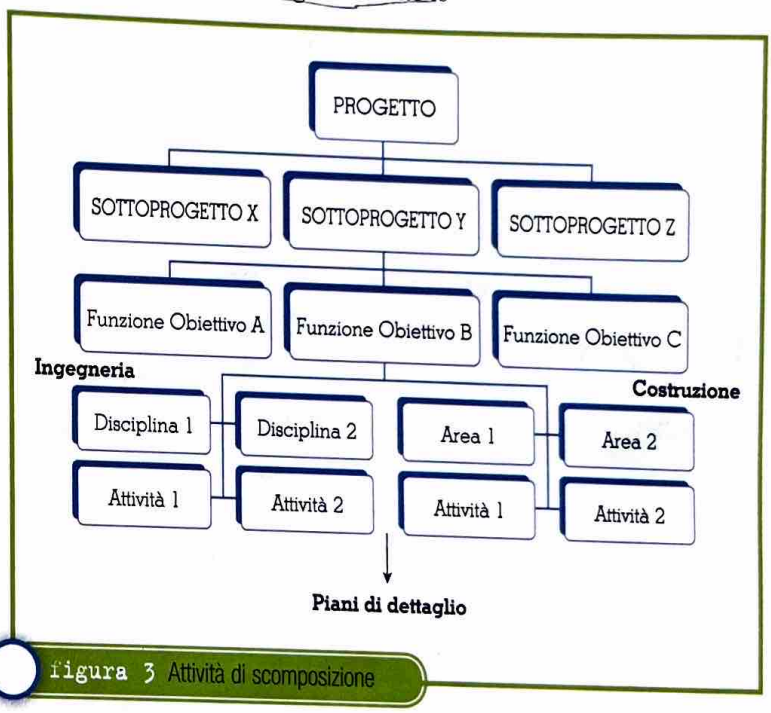

figura 3 Attività di scomposizione
Nel campo dell'**impiantistica**, essa la si può definire come lo strumento di sintesi che definisce in dettaglio il lavoro da eseguire, mediante la scomposizione fisica dell'impianto per sottoinsiemi e livelli sempre più dettagliati fino a individuare parti di impianto sufficientemente significative e chiaramente identificabili, che vengono definite **work package (WP)** o pacchetti di lavoro. Una rappresentazione grafica dell'attività di scomposizione è riportata in figura 3.